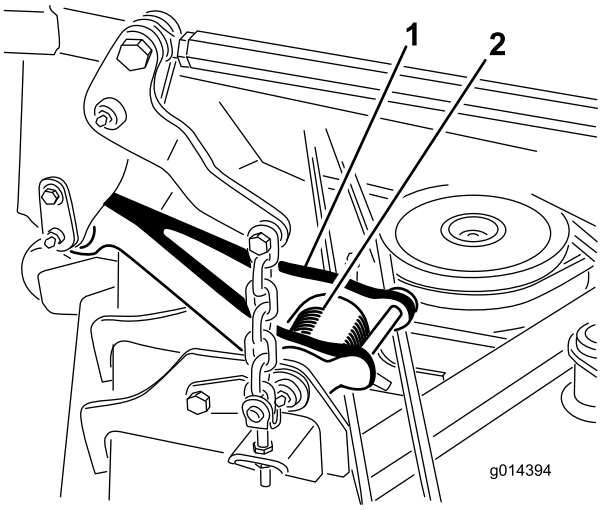

**Figur 64**
**For oven på plæneklipperskjoldet er der to forbindelsesled, som forbinder det til chassiset. En spændt torsionsfjeder er forbundet til disse forbindelsesled (Figur 64). Hvis du spænder forbindelsesleddene af, vil spændingen i torsionsfjederen blive udløst og kan forårsage, at forbindelsesleddene bevæger sig, hvorved de kan beskadige dine hænder eller fingre.**